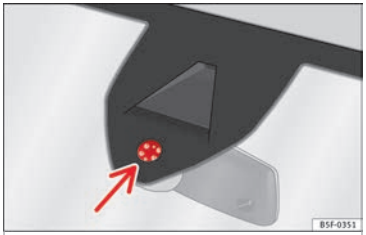

Fig. 148 Rain sensor sensitive surface
Possible causes of faults and mistaken readings *on the sensitive surface* ››› **Fig. 148** of the rain sensor include:
- **Clean the sensitive surface of the rain sensor regularly and check the blades for damage ››› Fig. 148 (arrow).**